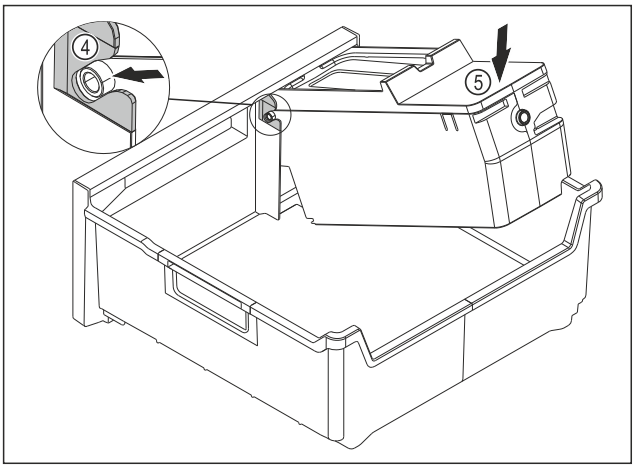

Fig. 114
▶ Montați corpul EasyTwist-Ice: Inserați axele corpului EasyTwist-Ice în ghidaje *Fig. 114 (4)*.
▶ Apăsați corpul EasyTwist-Ice *Fig. 114 (5)* în spate în jos.